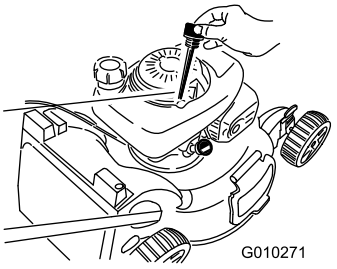

Figur 40
6. Tag målepinden ud af oliepåfyldningsrøret (Figur 40).